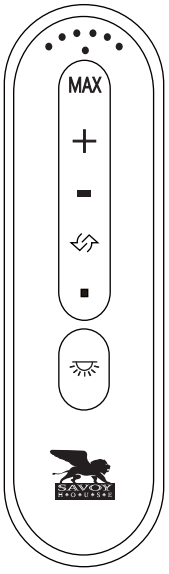

Figure 14
Step 4. Securely tighten the two light kit mounting screws previously loosened and the one previously removed. (Fig. 14)
Restore power to ceiling fan and test for proper operation. (Fig. 14